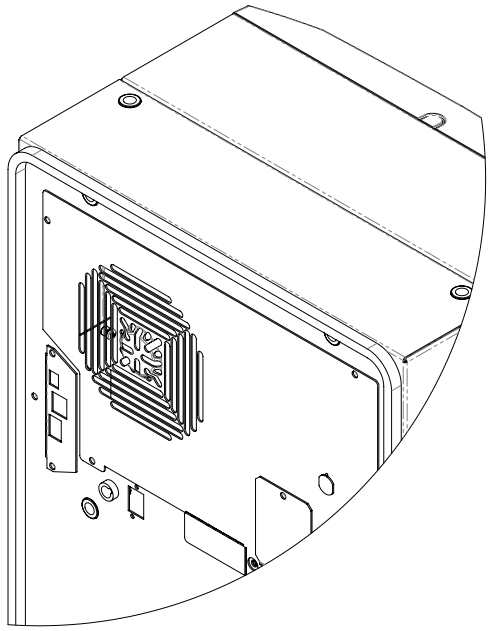

Figure 1
1. Montieren Sie die Dichtung mithilfe des mitgelieferten Dichtungsbausatzes am Kühlgerät (siehe Abbildung 1).